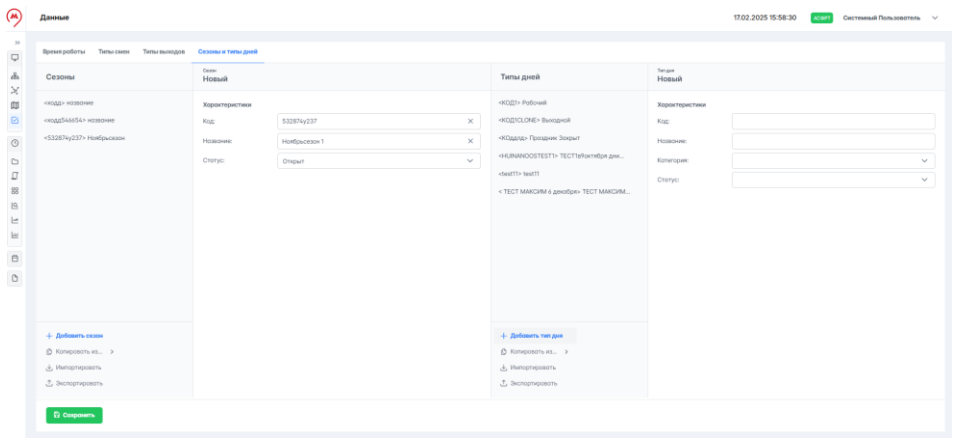

Рисунок 140 – Добавление нового типа дня
1. Нажать на кнопку + Добавить тип дня, справа в блоке данных откроется профиль нового типа дня (рисунок 140).